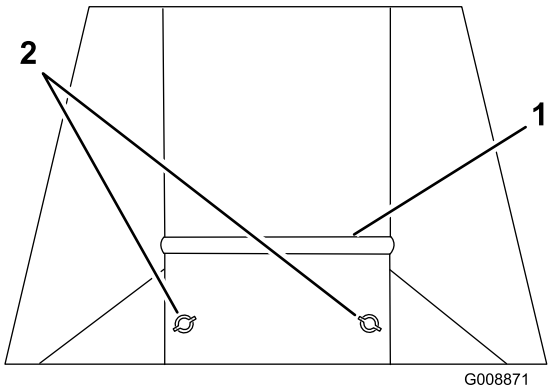

Figuur 9
2. Draai de 2 moeren op de afvoerplaat los en schuif de plaat, afhankelijk van de maaiomstandigheden, omhoog als u kort, droog gras maait of omlaag als u lang, nat gras maait (Figuur 9).